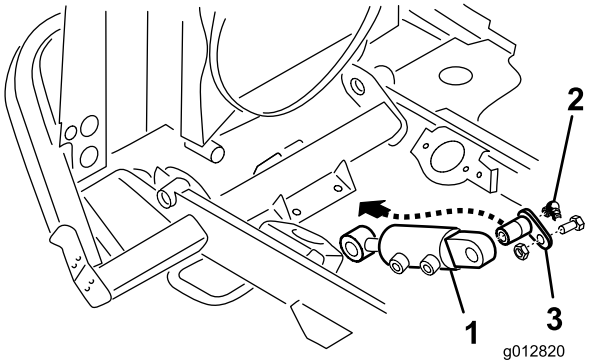

Rysunek 11
6. Zamontuj nieruchomy koniec siłownika hydraulicznego od spodu wspornika na poprzecznicy ramy, używając sworznia osi obrotu (Rysunek 11).
7. Wkręć smarowniczkę w zakończenie sworznia osi obrotu (Rysunek 11).